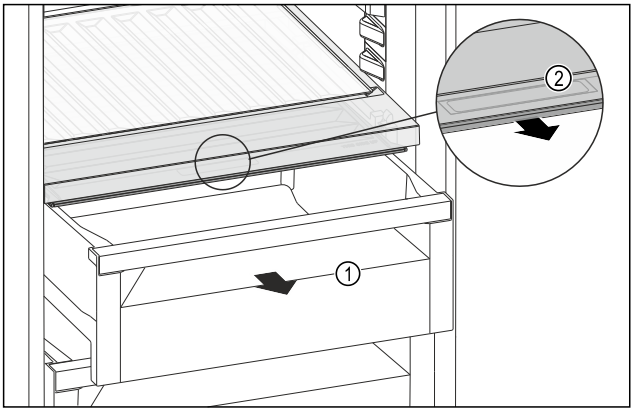

Fig. 181
▶ Extrageți sertarul *Fig. 181 (1)*.
▶ Prindeți mânerul încastrat *Fig. 181 (2)* de la capacul compartimentului și trageți concomitent capacul compartimentului spre partea frontală.